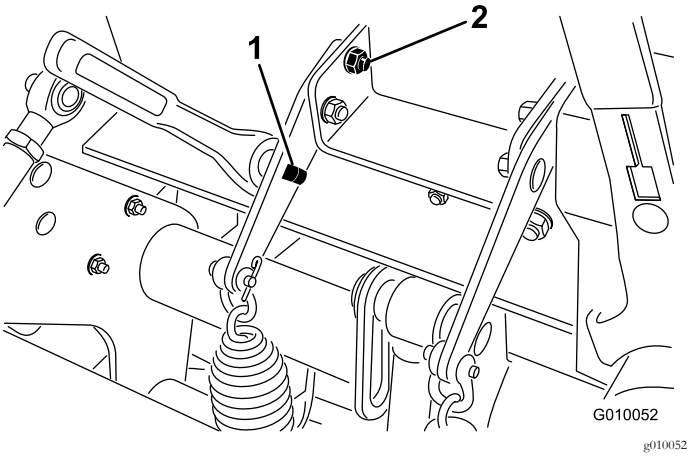

**Figur 37**
3. Før inn en 1/2-tommes sperrenøkkel eller brytestang inn i det firkantede hullet i fjærplaten (Figur 37).